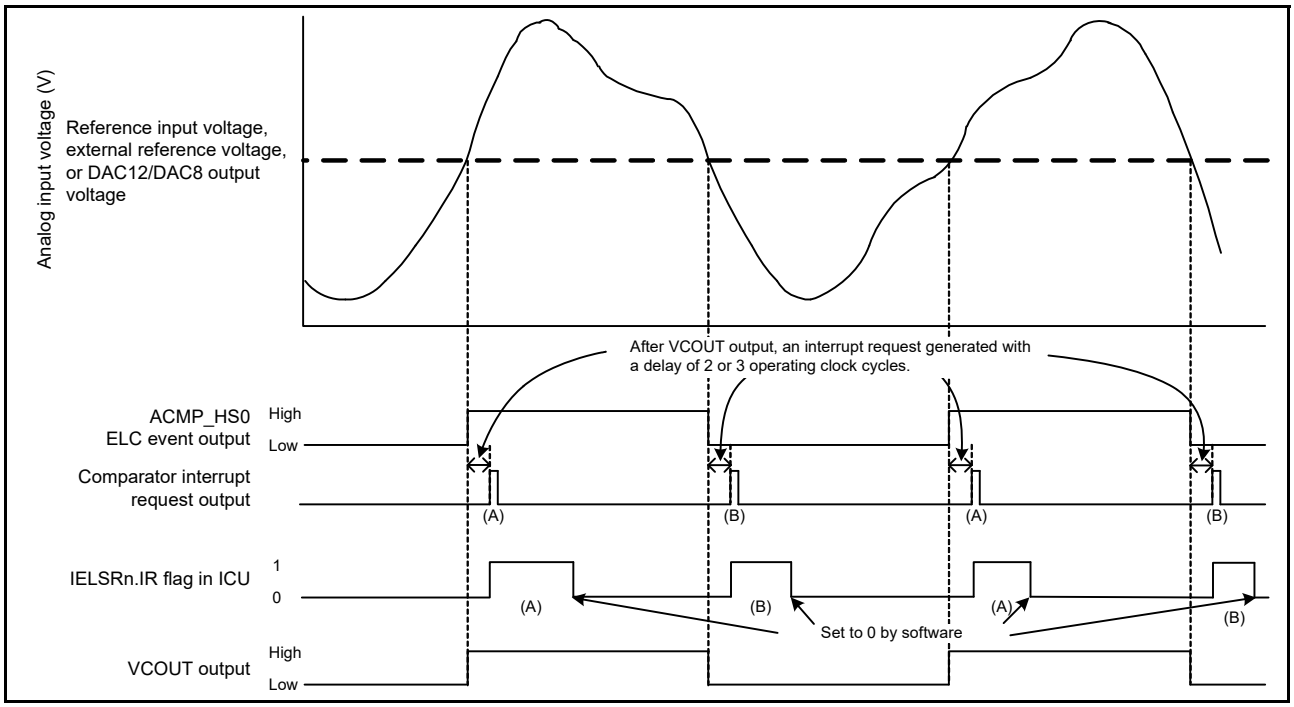

Figure 38.2 ACMPHS operation example
Figure 38.2 shows an example of ACMPHS operation. The VCOUT output becomes 1 when the analog input voltage is higher than the reference input voltage, and the VCOUT output becomes 0 when the analog input voltage is lower than the reference voltage. When the ACMPHS output changes, an interrupt request and an ELC event are output.
Figure 38.2 applies when CPOE = 1 (pin output enabled), CDFS[1:0] = 00b (filter not used), and CEG1 = CEG0 = 1 (both edge selection). When CINV = 0, CEG0 = 1, and CEG1 = 0 (rising edge selection for non-inversion output signal from the ACMPHS), the ICU.IELSRn.IR flag changes as shown by (A) only. When CINV = 0, CEG0 = 0, and CEG1 = 1 (falling edge selection for non-inversion output signal from the ACMPHS), the IR flag changes as shown by (B) only. When CPOE = 1, VCOUT directly outputs the ELC event output.